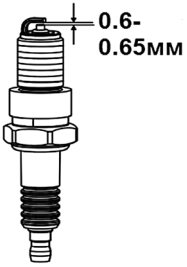

Рис. 20 Обслуживание свечи зажигания
5. Измерьте зазор между электродами свечи зажигания специальным щупом. Зазор должен быть 0,6-0,65 мм (Рис. 20). При увеличении или уменьшении требуемого зазора рекомендуется заменить свечу, так как регулировка зазора может привести к изменению качества искрообразования.